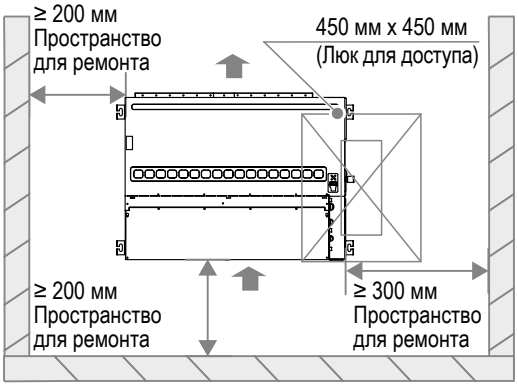

Рис. 1
- ☑ Должно быть обеспечено достаточное пространство для монтажа и технического обслуживания. (См. рис. 1)